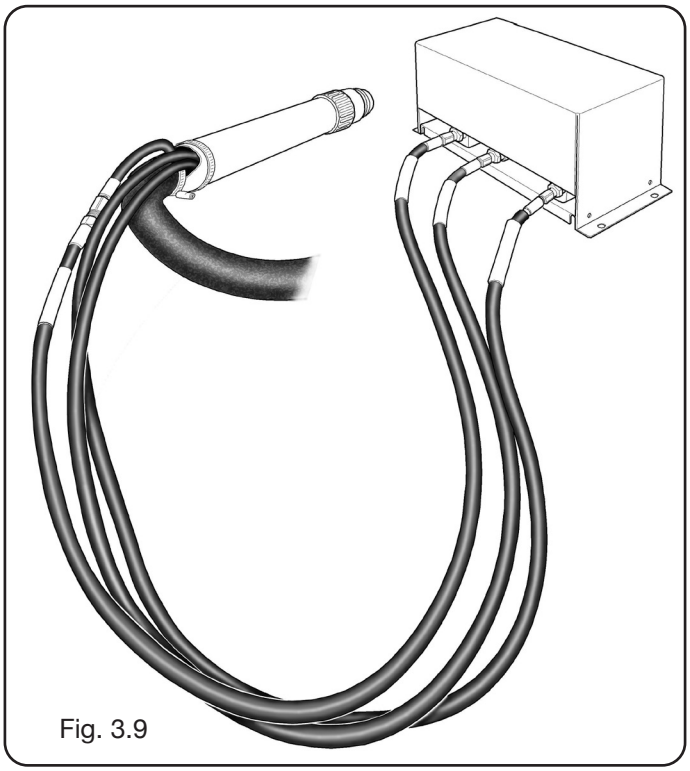

Fig. 3.9
• Collegare il fascio di tubi uscenti dalla torcia alla console valvole PVC (art.469) serrandoli alle rispettive uscite dei gas e seguendo l'ordine indicato dalla marcatura sugli stessi (vedi Fig. 3.9).